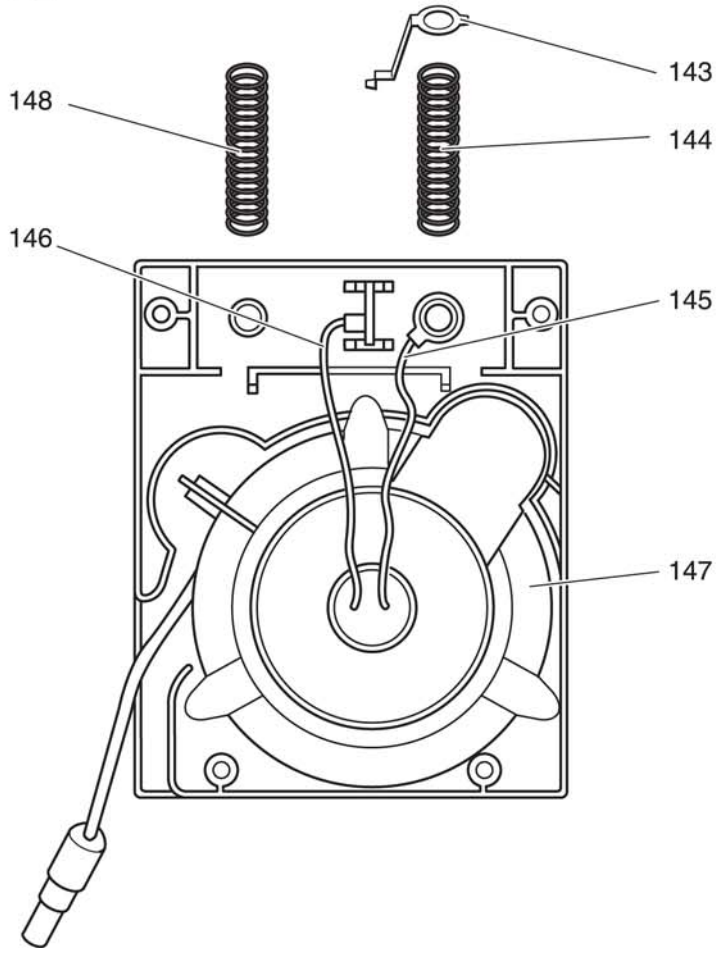

Fig. 39a
- Disconnect the right cable 145 with the contact eyelet (fig. 39a).